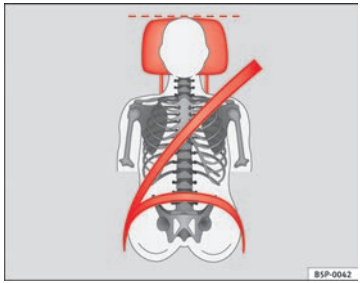
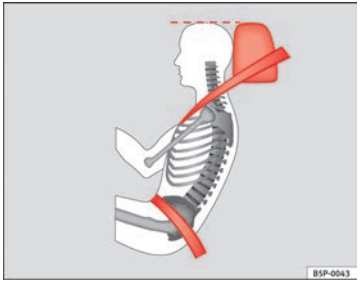

Fig. 91 Front view: head restraints and seat belts correctly adjusted
Fig. 92 Side view: head restraints and seat belts correctly adjusted
– Adjust the head restraint so that the top is at the same level as the top of your head or as close as possible to the same level as the top of your head, at least at eye level ⇒ Fig. 91 and ⇒ Fig. 92.